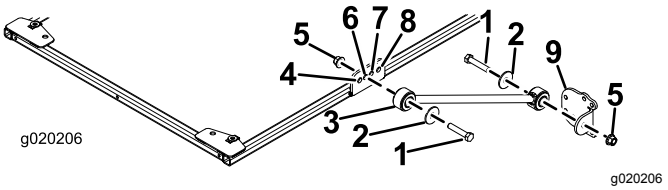

Рисунок 21
- На моделях 30446, 30446N, 30447 и 30447N с каждой стороны рамы солнцезащитного навеса прикрепите, не затягивая, подпорку ко **второму** отверстию кронштейна подпорки с помощью болта (½ x 2½ дюйма), шайбы (½ дюйма) и фланцевой гайки (½ дюйма), как показано на Рисунок 21.